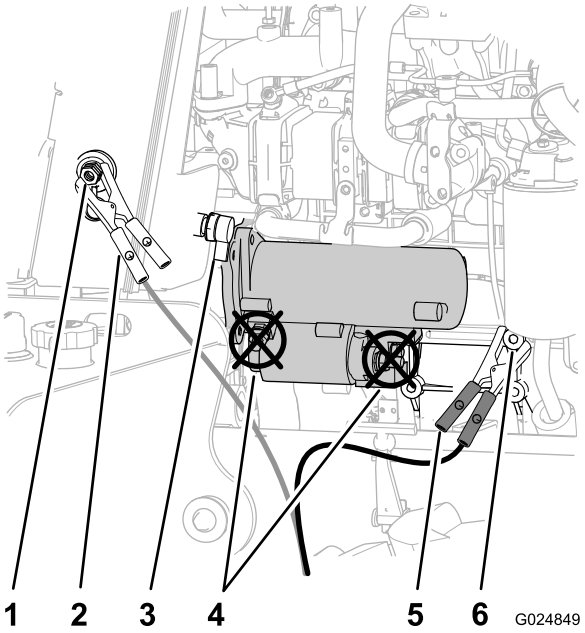

Figura 77
4. Togliete il coperchio dal morsetto di avviamento (Figura 77).
5. Collegate il cavetto portatile positivo (+) al morsetto di avviamento (Figura 77).
6. Collegate il cavetto portatile negativo (-) al punto di terra, quale il dado nel punto rotante dell'alternatore (Figura 77).